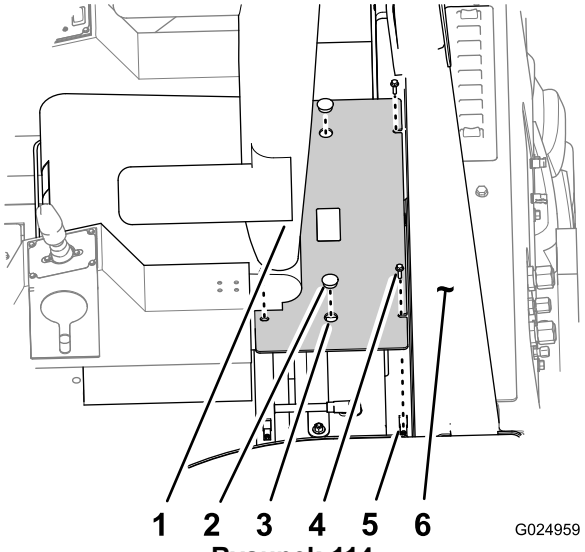

Rysunek 114
3. Wyjmij palcami 2 osłony z otworów w pokrywie akumulatora (Rysunek 114).
4. Odkręć cztery śruby kołnierzowe (5/16 x 1 cal) mocujące pokrywę akumulatora do platformy układu ROPS (Rysunek 114).
5. Korzystając z otworów na palce, zdejmij pokrywę akumulatora z platformy układu ROPS (Rysunek 114).
4. Dopasuj otwory w pokrywie akumulatora do nakrętek zaciskowych w pokrywie (Rysunek 114).